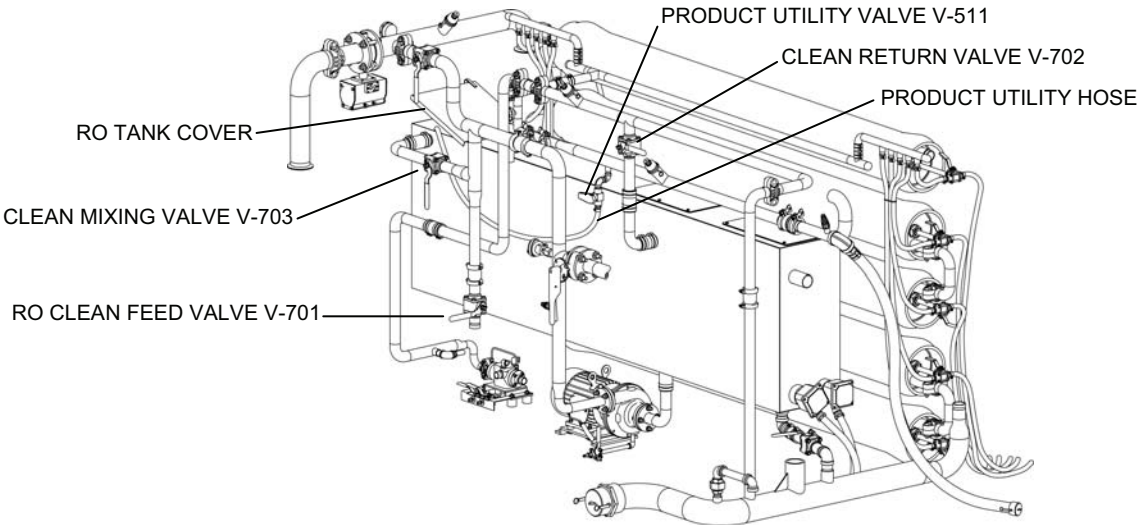

Figure 14. Valves for RO Preservation.
d. Direct the product utility hose to discharge into the RO feed tank through the open tank cover (Figure 14).